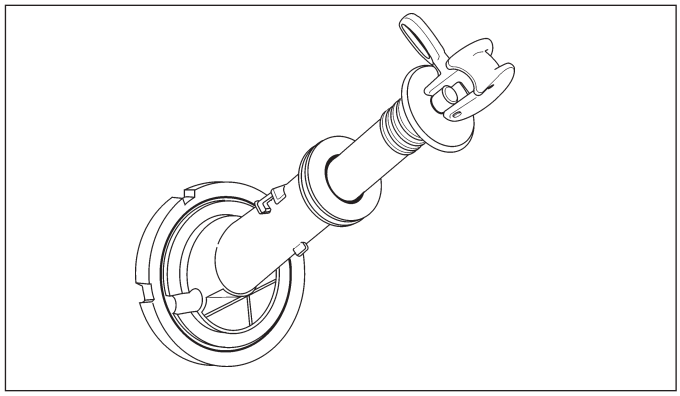

Figure 12.
1. Draw fuse holder out quickly 8 to 10 inches to interrupt load (see Figure 12).